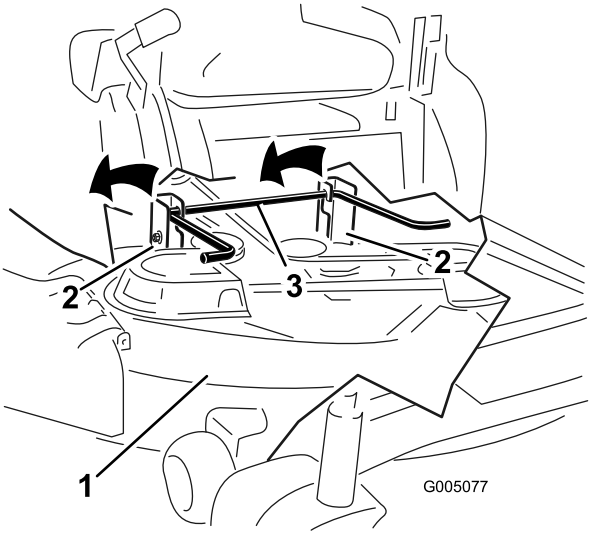

Figuur 59
5. Hef het maaidek en de ophangbeugels op van de achterste hefstang en laat het maaidek voorzichtig neer op de grond (Figuur 59).
5. Hef de achterkant van het maaidek op en leid de ophangbeugels over de achterste hefstang (Figuur 59).